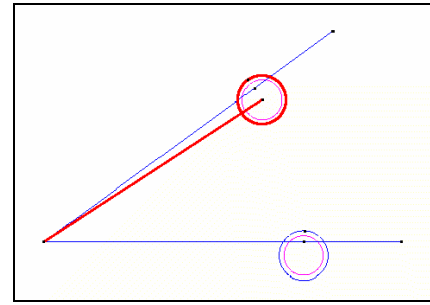

Figure 10. The two lines selected
4. Select the line resulting from the 33-degree rotation executed in section 2.6 (see Figure 10).